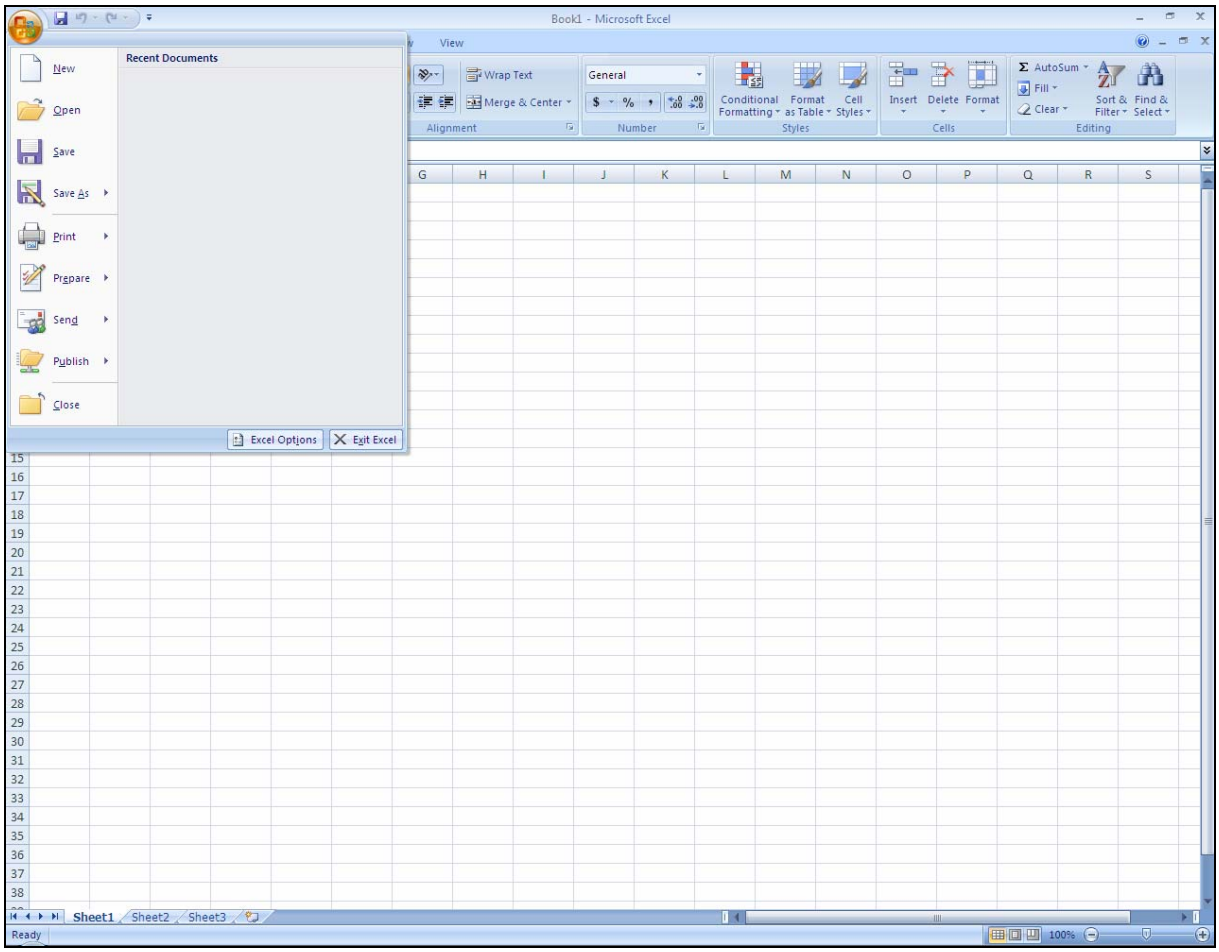

**Figure 2.6:** Registering FluidEXL*Graphics* as Add-In in Excel® 2007
- Click on the "Excel Options" button in the menu which appears (see Figure 2.6)